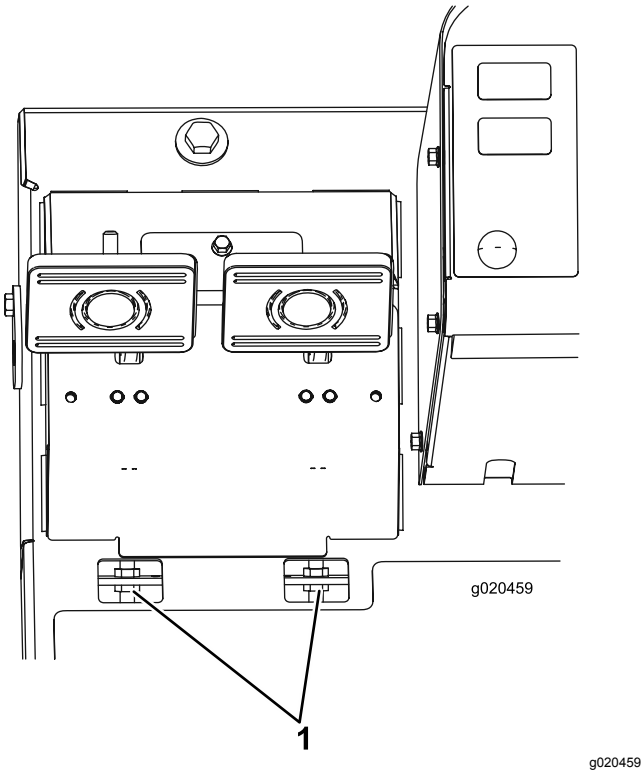

Figur 94
B. Lossa frontmuttern på den gängade änden av bromsvajern (Figur 94).